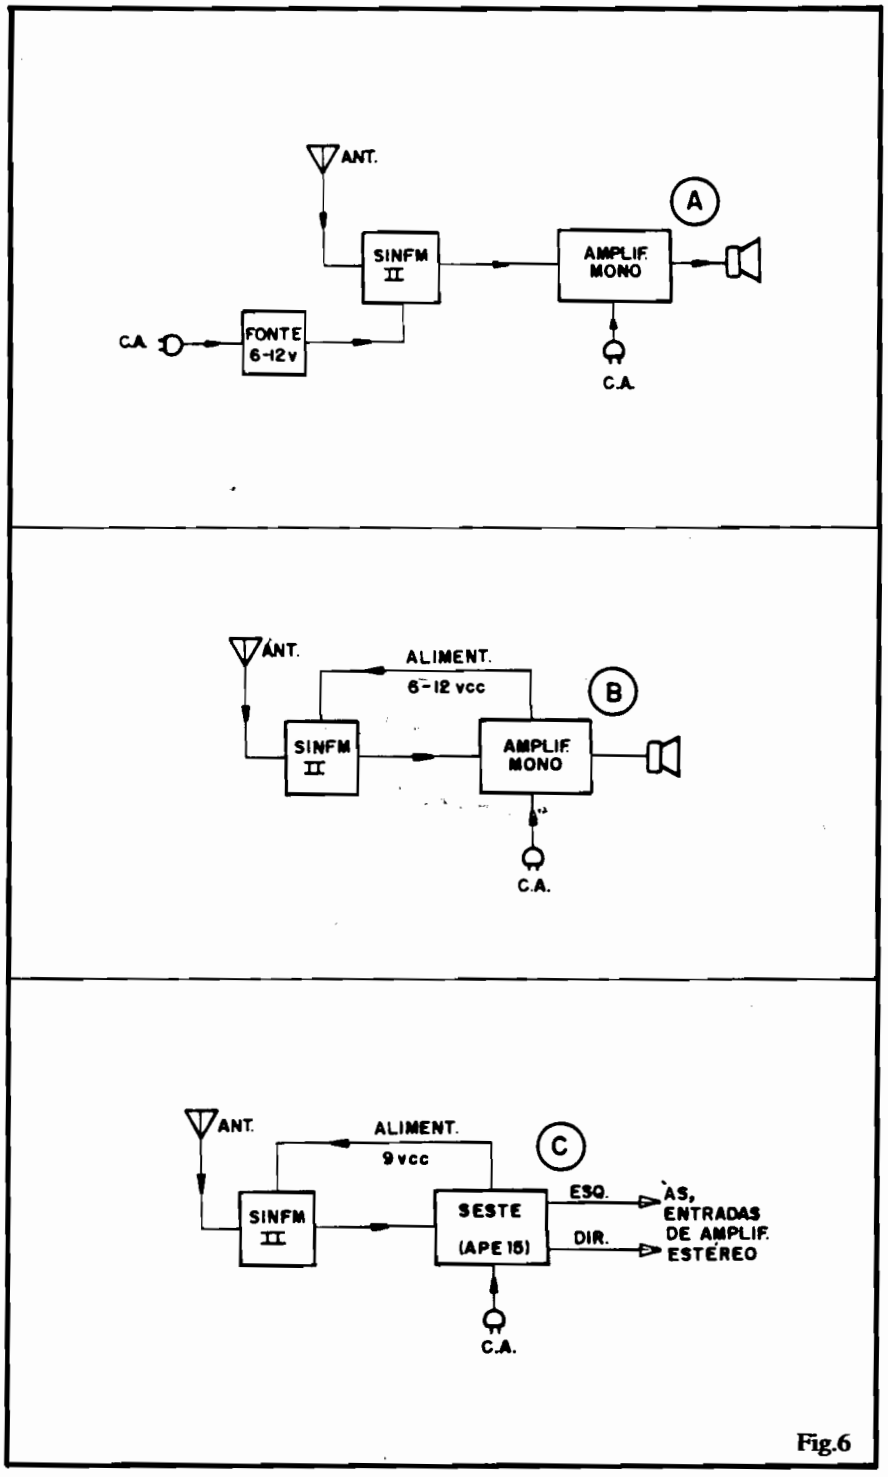

Fig.6
- **FIG. 6** - Diagramas de blocos dos diversos acoplamentos sensíveis para o SINFM II.